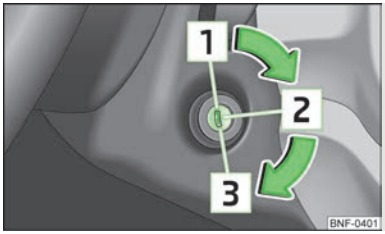

Fig. 63
- When driving, the ignition key must always be in the position 2 » Fig. 63 on page 58 (ignition switched on) without the engine running. This position is indicated by the warning lights coming on. If this is not the case, it could result in unexpected locking of the steering wheel – risk of accident!
If the **steering is locked** and the key cannot or can only be turned with difficulty into the position 2 » Fig. 63, move the steering wheel back and forth and the steering lock will unlock.
Fully depress and hold the clutch pedal, switch on the ignition 2 » Fig. 63 on page 58 and start 3 – do not operate the accelerator. Depress the clutch pedal until the engine starts.
Switch off the engine by turning the ignition key into position 1 » Fig. 63 on page 58.